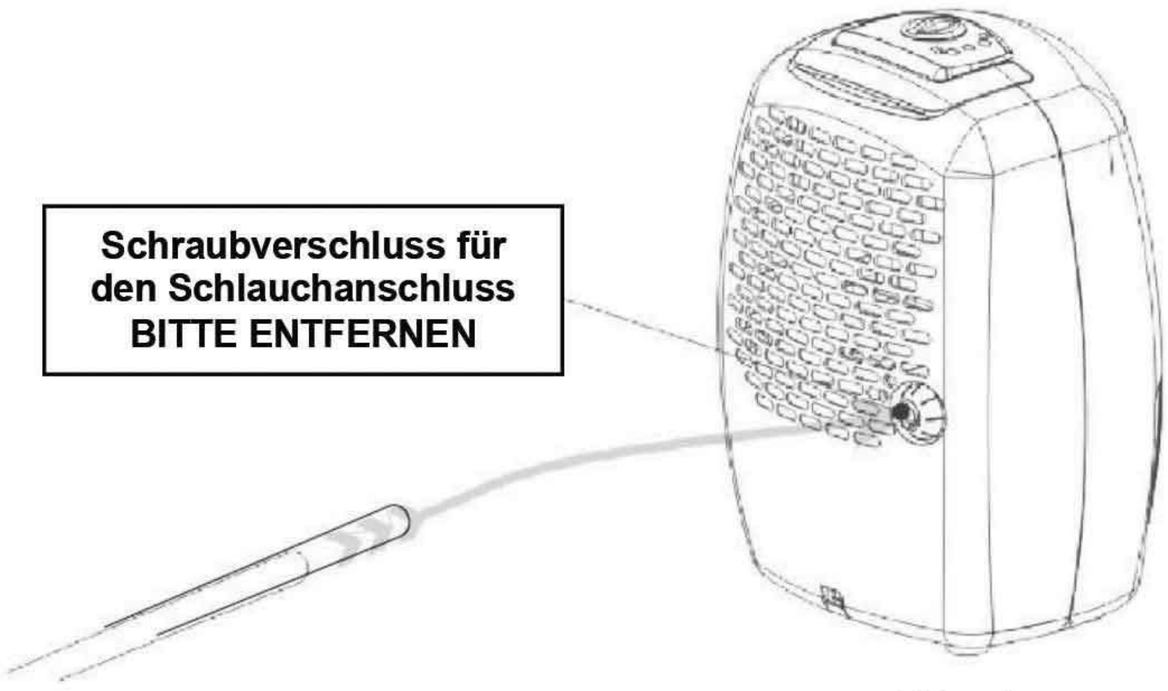

Abb. 1
3.3. Lösen Sie den Schraubverschluss an der hinteren rechten Seite des Entfeuchters. (Siehe Abb. 1)